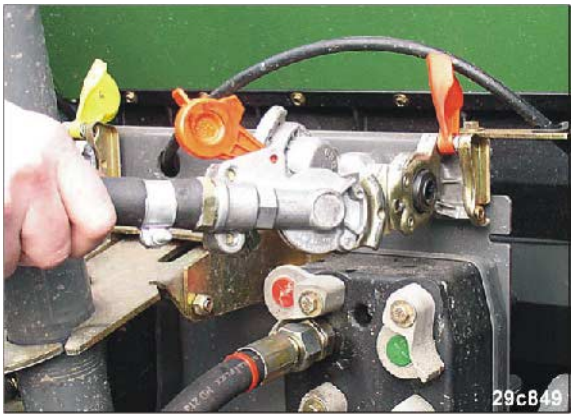

**Fig. 60**
2. Débranchez la tête d'accouplement (Fig. 60) de la conduite de réserve (rouge).